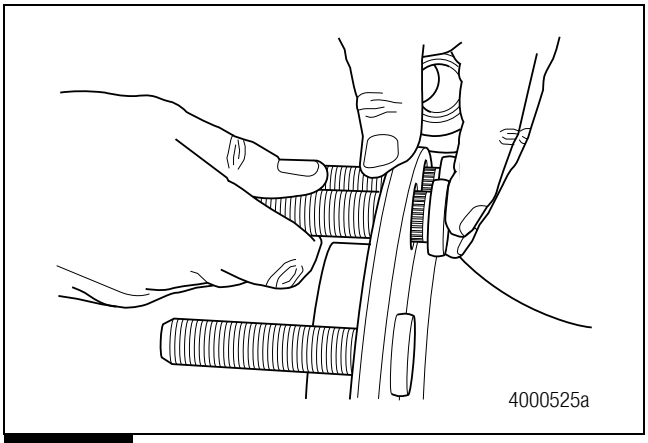

Figure 6.52
8. Position the new studs into the hub. Align the stud knurls with the impressions in the hub stud hole. Figure 6.52.